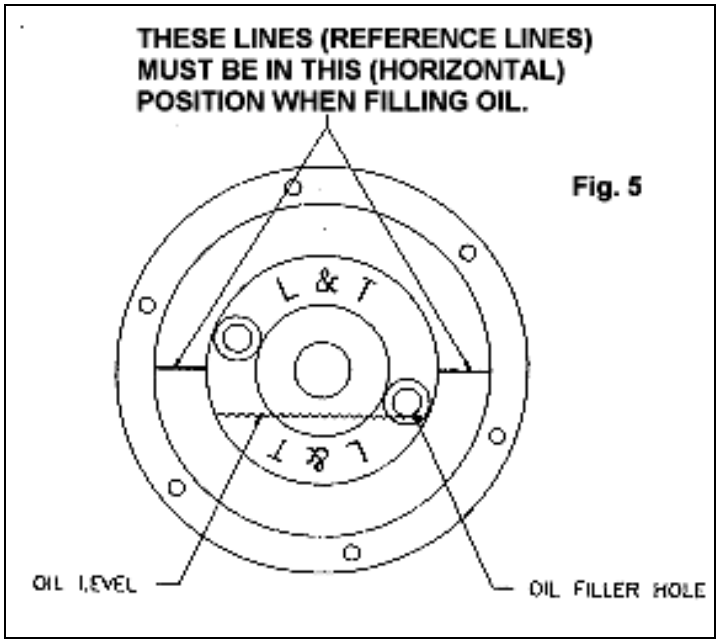

Fig. 5
13. Remove one filler plug and fill clutch as per Fig. 5 with L & T oil. When the oil is at the correct level, replace the plug.
1. Check the clutch oil level. See Fig. 5